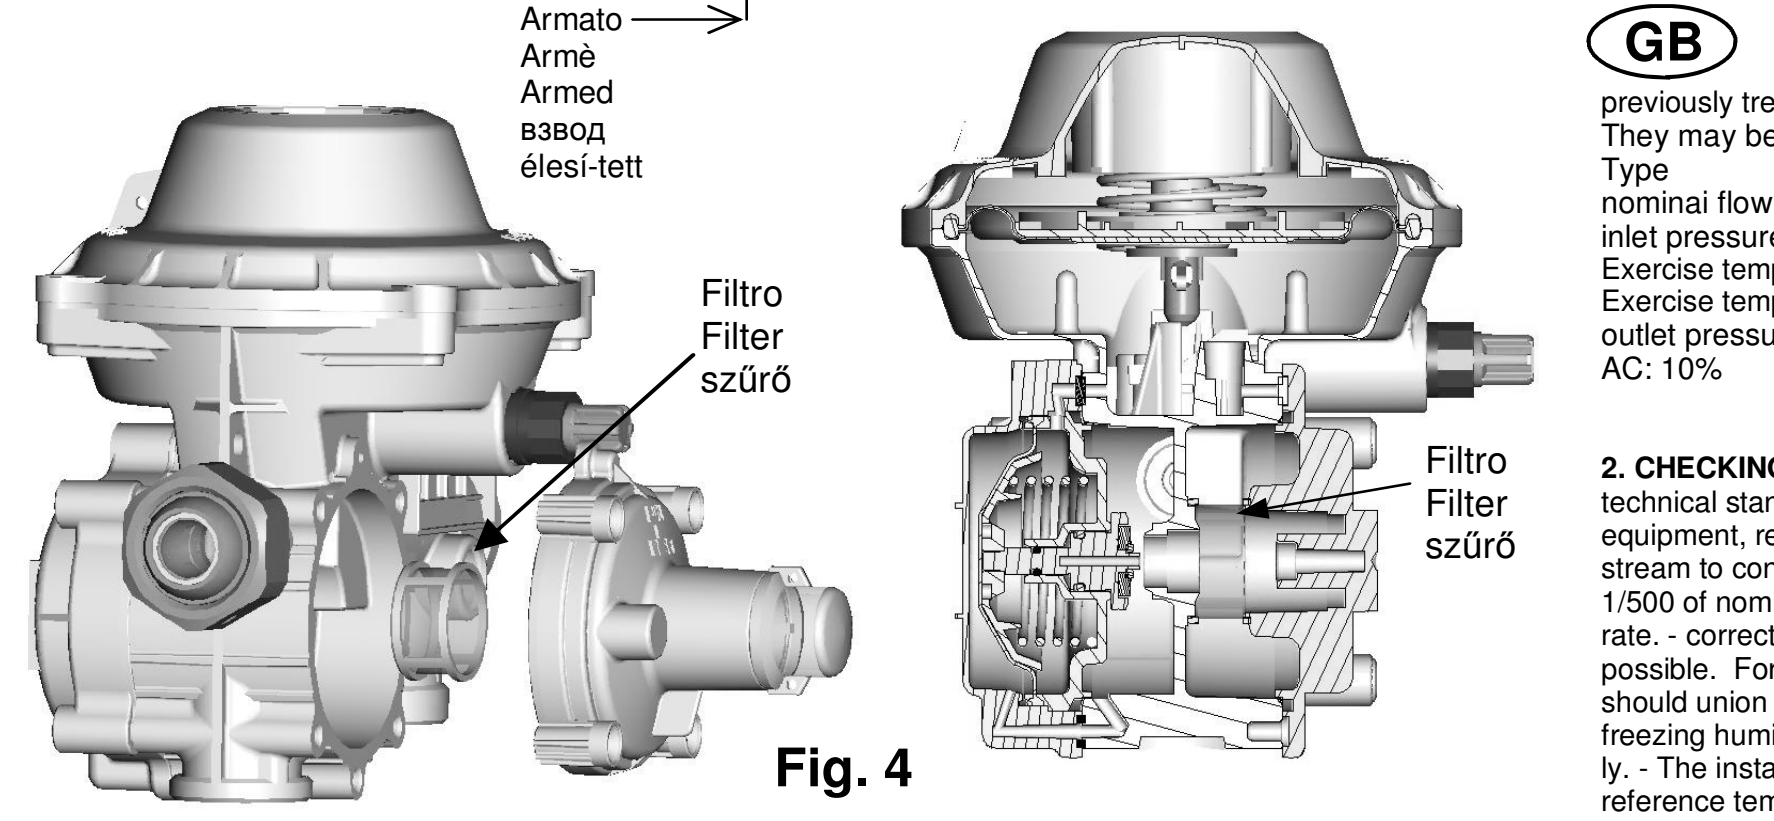

Fig. 4
9.2 PULIZIA DEL FILTRO Qual'ora si rendesse necessaria, la pulizia del filtro in ingresso può essere eseguita senza rimuovere il regolatore dalla linea. Operare come di seguito indicato: rimuovere il dispositivo di blocco di massima pressione dal corpo del regolatore (vedi fig. 4), rimuovere il filtro e provvedere alla sua pulizia. Assemblare il dispositivo di blocco sul corpo del regolatore ponendo attenzione a far combaciare il foro sul corpo con quello sulla flangetta intermedia.
9.2 CLEANING THE FILTER Whenever necessary, the inlet filter may be cleaned without removing the regulator from the line. Proceed es follows: remove the over pressure slam shut assembly from the regulator body (see fig. 4). Remove the filter and clean it. Fit the over pressure slam shut assembly on the regulator body. Take care to locate the impuls hole of the body at the impuls hole of the intermediate flange.
9.2 NETTOYAGE DU FILTRE S'il devient nécessaire nettoyer le filtre en entrée, on peut réaliser le nettoyage sans enlever le régulateur de la ligne. Il faut opérer comme indiqué ci-dessous: enlever le dispositif de bloc de pression maximum dépuis le corps du régulateur (fig.4). Enlever le filtre et passer au nettoyage ou remplacement assembler le dispositif de bloc sur le corps de régulateur en faisant attention de superposer le trou sur le couvercle du bloc avec celui sur le corps. Après l'assemblage il faut vérifier l'étancheité externe et le correct fonctionnement du bloc pour pression maximum.